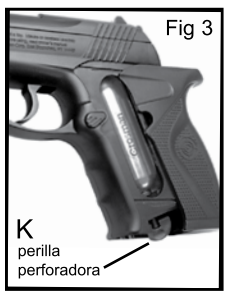

Fig 3
K. Perilla perforadora (fig. 3)
- Sosteniendo la pistola de aire como se muestra, deslice la placa de la cacha directamente hacia atrás para abrirla (Fig. 3).
- Deslice la placa de la cacha directamente hacia atrás para abrirla (fig. 3.).
- Afloje la perilla perforadora del cartucho girándola lentamente a la izquierda (vea la fig. 3) dejando que escape el gas que pudiera quedar.